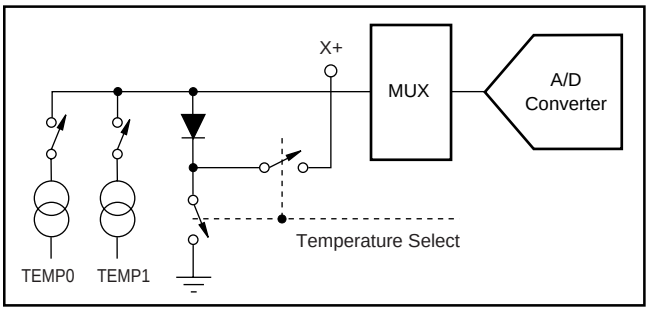
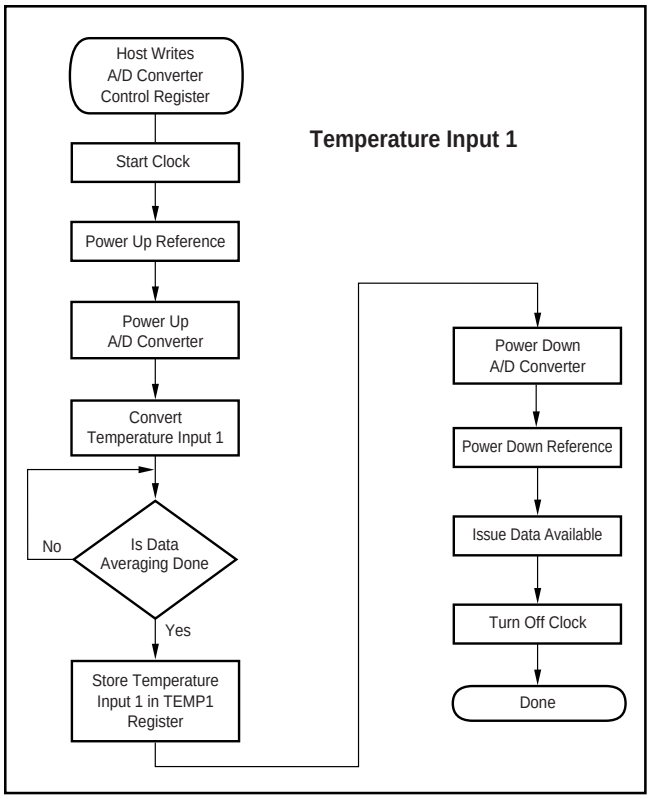

FIGURE 18. Functional Block Diagram of Temperature Measurement Mode.
FIGURE 19. Single Temperature Measurement Mode.
The TSC2200 offers two modes of temperature measurement. The first mode requires calibration at a known temperature, but only requires a single reading to predict the ambient temperature. A diode, shown in Figure 18, is used during this measurement cycle. This voltage is typically 600mV at +25°C with a 20µA current through it. The absolute value of this diode voltage can vary by a few millivolts; the temperature coefficient (TC) of this voltage is very consistent at –2.1mV/°C. During the final test of the end product, the diode voltage would be stored at a known room temperature, in system memory, for calibration purposes by the user. The result is an equivalent temperature measurement resolution of 0.3°C/LSB. This measurement of what is referred to as Temperature 1 is illustrated in Figure 19.